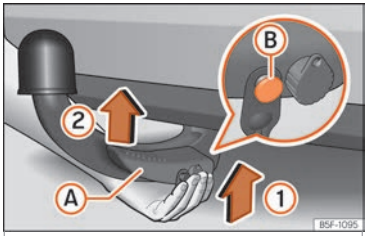

Fig. 295 Fitting the detachable ball / Release bolt in the deployed position.
- Grip the detachable ball **from below** ››› Fig. 295 and insert it into the hook housing following the direction of arrow (1) until it engages audibly ››› ⚠.